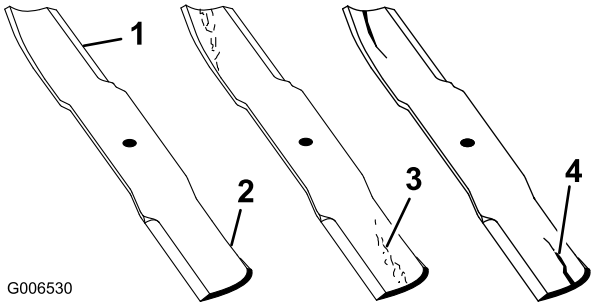

Figur 87
1. Kontrollera eggarna (Figur 87). Om eggarna är slöa eller har hack ska knivarna tas bort och slipas. Se Slipa knivarna.
2. Kontrollera knivarna, speciellt den böjda delen (Figur 87). Montera omedelbart en ny kniv om du upptäcker skador, slitage eller spårbildning i detta område (Figur 87).